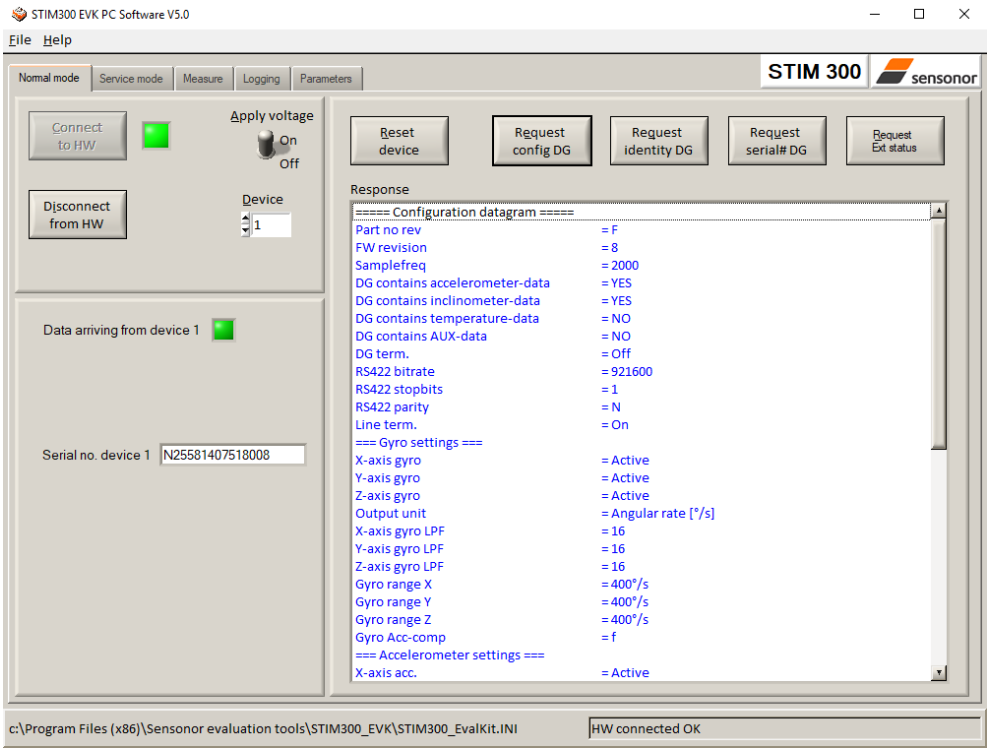

Figure 17: Result of sending 'Request config DG' to the IMU
8. A green LED (Data arriving from device n) indicates that data is received from the gyro module(s). Verify the communication to module by clicking on the 'Request config DG' button. An example of such a result is shown in Figure 17. The system is now ready for use.